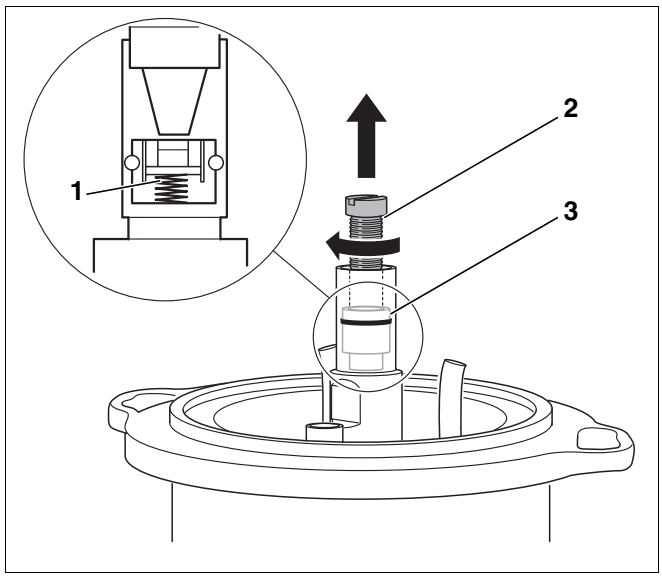

Rys. 36 Wymiana zaworu odcinającego
Zawór odcinający (rys. 36, **poz. 3**) w podgrzewaczu wstępnym oleju działa na zasadzie zaworu zwrotnego. Pracująca pompa olejowa przetłacza olej przez zawór odcinający. W momencie wyłączenia pompy olejowej, zawór odcinający zostaje zamknięty pod wpływem działania sprężyny (rys. 36, **poz. 1**).
- Wkręcić śrubę M5 × 50 (rys. 36, **poz. 2**).
- Wyjąć zawór odcinający (rys. 36, **poz. 3**).